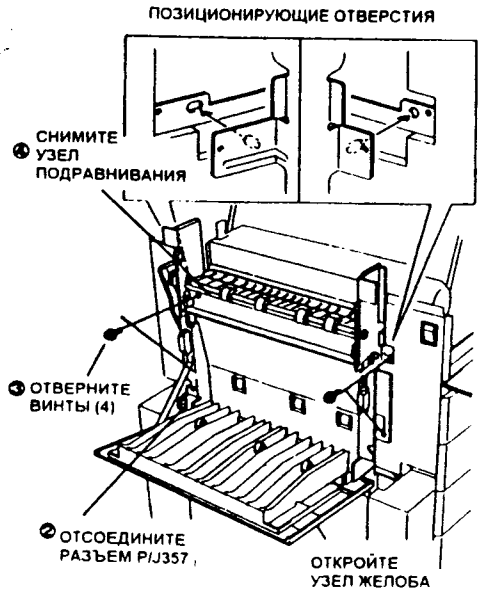

Рис. 1 DUP4-038
4. (Рис. 1): Откройте узел желоба и снимите узел раскручивания.
ПРИМЕЧАНИЕ: • (Рис. 1) Совместите отверстия на узле раскручивания на позиционирующих штифтах.